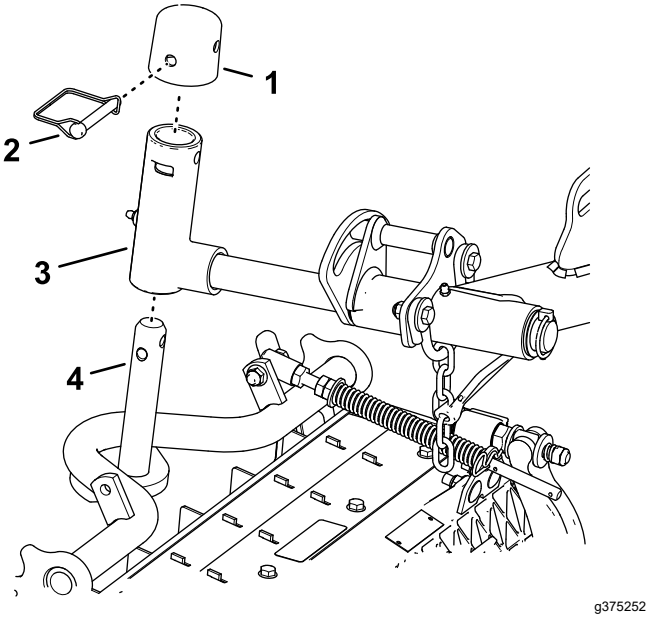

Figur 25
1. Skub en klippeenhed ind under løftearmen (Figur 25).
Låsning af klippeenhedens drejeaksel til klipning af græs på en bakkeside – Lås klippeenhedens drejeaksler for at forhindre, at klippeenhederne roterer ned ad bakke, når der klippes hen over bakkens forside. Brug hullet i løftearmens drejeaksel (Figur 25) til at låse klippeenheden. Brug åbningen til en styrende klippeenhed.